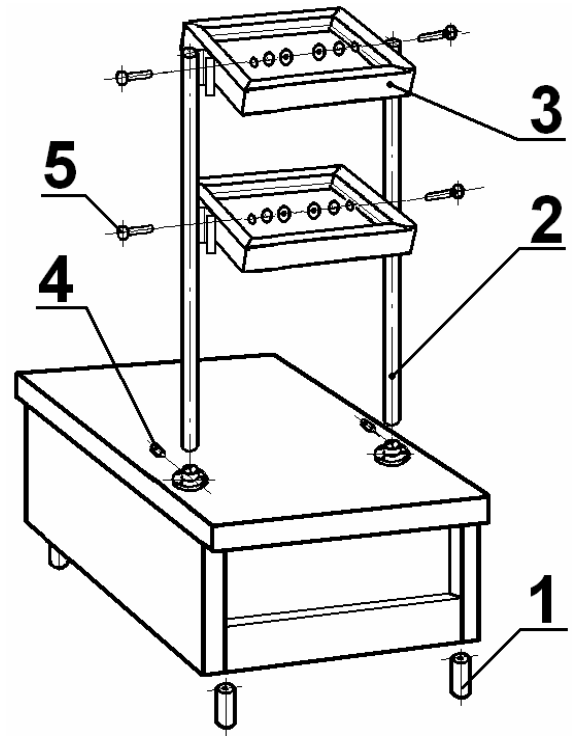

Рис. 2
6.3 Схема сборки прилавка приведена на рис. 2.